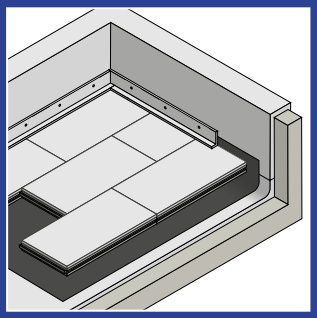

Fig. 2
6. Deve essere impedito il movimento laterale della pavimentazione modulare ROOFTILE™ dovuta all'azione del vento, pertanto prevedere sul perimetro del tetto/terrazzo un muretto di contenimento o un parapetto (vedi Fig. 2)